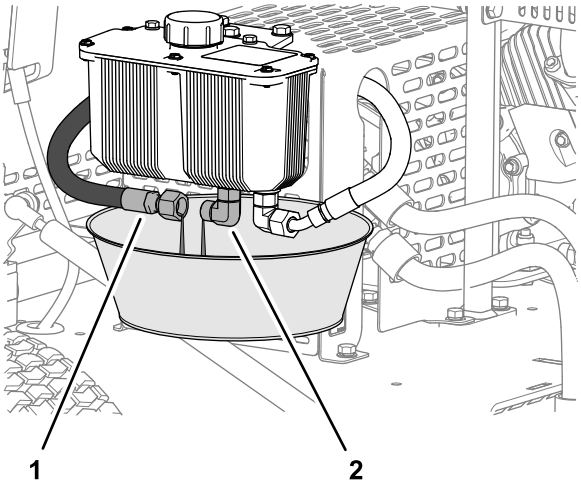

Figura 37
1. Allineate una bacinella con capacità di 2 litri sotto il serbatoio idraulico (Figura 37).
2. Rimuovete il flessibile idraulico di mandata dal raccordo del serbatoio e lasciate spurgare completamente il fluido idraulico (Figura 37).